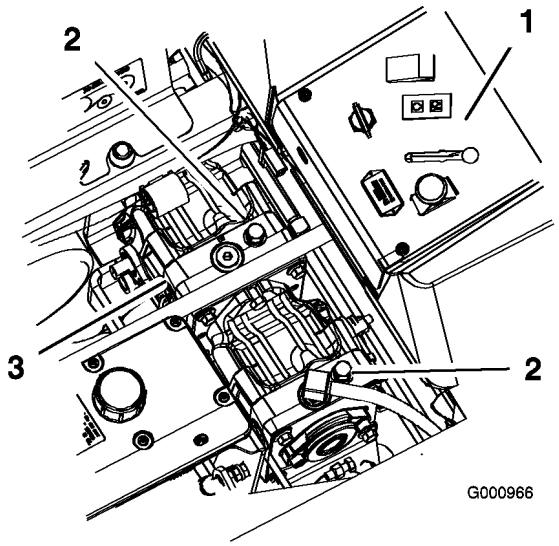

Figur 28
2. Drei omløpsventilene mot klokken én omdreining for å dytte. Dette tillater at hydraulikkvæsken passerer gjennom pumpen, og at hjulene ruller (Figur 28).
Drei omløpsventilen én gang med klokken for å bruke maskinen (Figur 28).